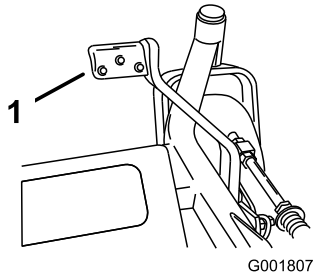

Figuur 27
2. Trap hierop terwijl u de maaihoogtehendel omhoog trekt (Figuur 27).